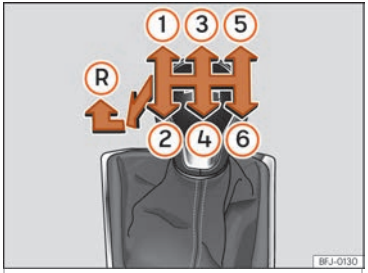

Fig. 53 Esquema de un cambio manual de 6 marchas.
En la palanca de cambios se indican las posiciones de las marchas ››› fig. 53.
- Con la palanca de cambios en punto muerto, presiónela hacia abajo, muévala a la izquierda hasta el final y después hacia delante para seleccionar la marcha atrás ››› fig. 53 Ⓡ.